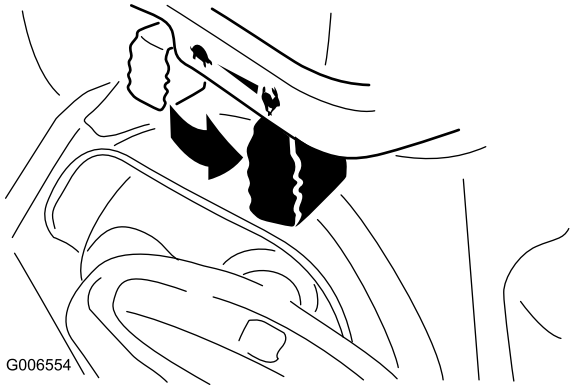

Figur 25
6. För gasreglaget till det snabba läget (Figur 25).